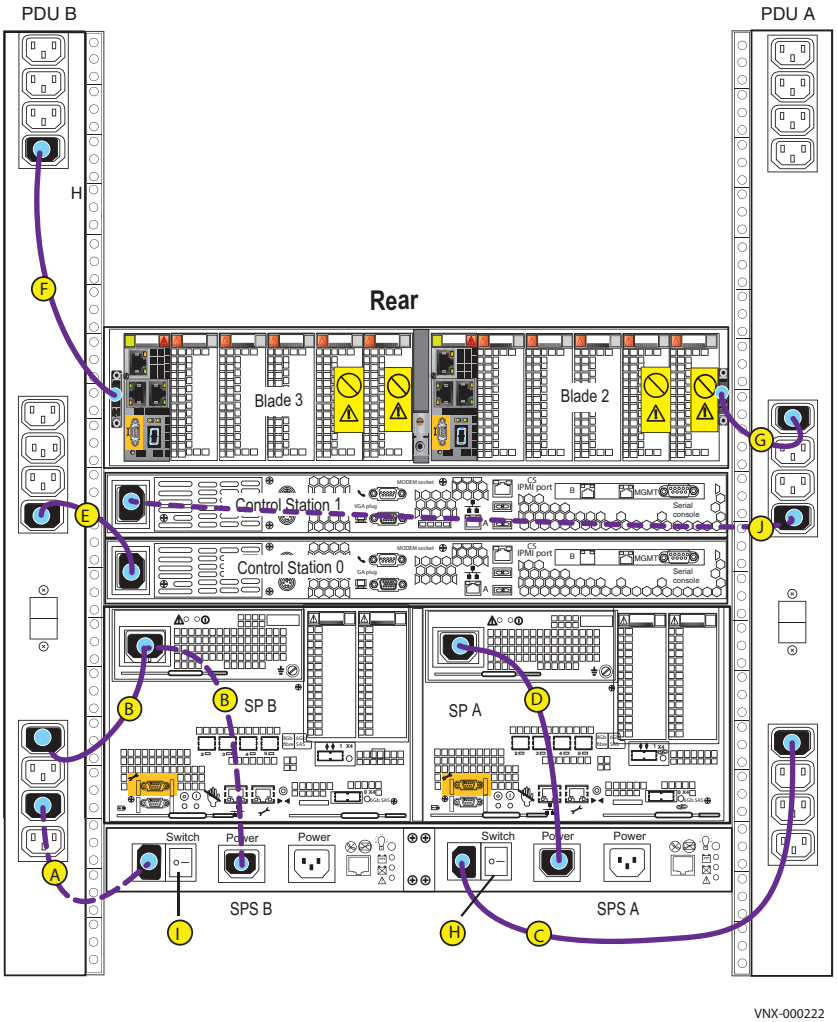

**Figure 27** Connecting power cables
1. Ensure that the switches for SPS A (H) and SPS B (I) are turned Off as shown in Figure 27 on page 38.
1. Connect or verify the power cables as shown in Figure 27 on page 38. Ensure that all the power cables are locked in place.
a. If SPS B is installed, connect SPS B to PDU B. (A)
b. If SPS B is installed, connect SPS B to SP B. (B) Otherwise, connect SP B to PDU B.
c. SPS A to PDU A. (C)
d. SPS A to SP A. (D)
e. CS0 to PDU B. (E)
f. Blade enclosure 0 to PDU B. (F)
g. Blade enclosure 0 to PDU A. (G)
2. Turn on the SPS power switches. (H) (I)